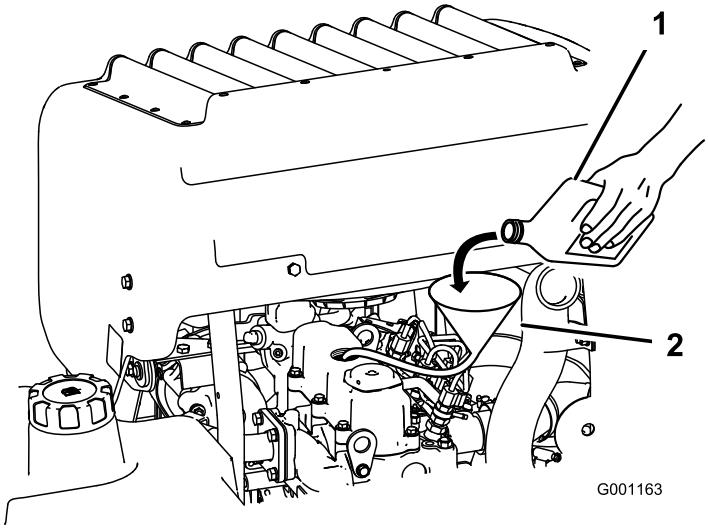

Figuur 39
3. Gebruik een slang en een trechter om motorolie bij te vullen (Figuur 39).